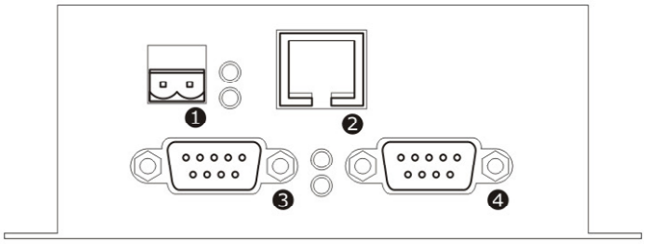

Fig. 5 Connectors on Commander
Commander's power connector (Fig. 5, item 1) is polarity independent.
Commander has a single Ethernet port (Fig. 5, item 2), with the following specification:
Commander has two isolated RS232 ports, COM1 and COM2 (Fig. 5, items 3 and 4). These can be used to interface either directly with RS232 devices, or with devices supporting a different hardware layer (e.g. RS485) using a converter.